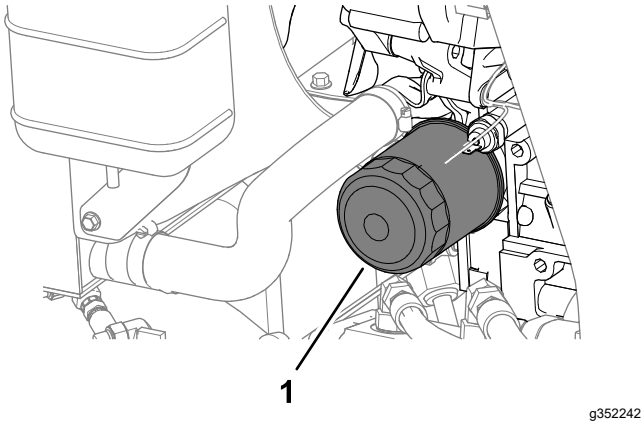

Figuur 71
4. Verwijder het oliefilter (Figuur 71).